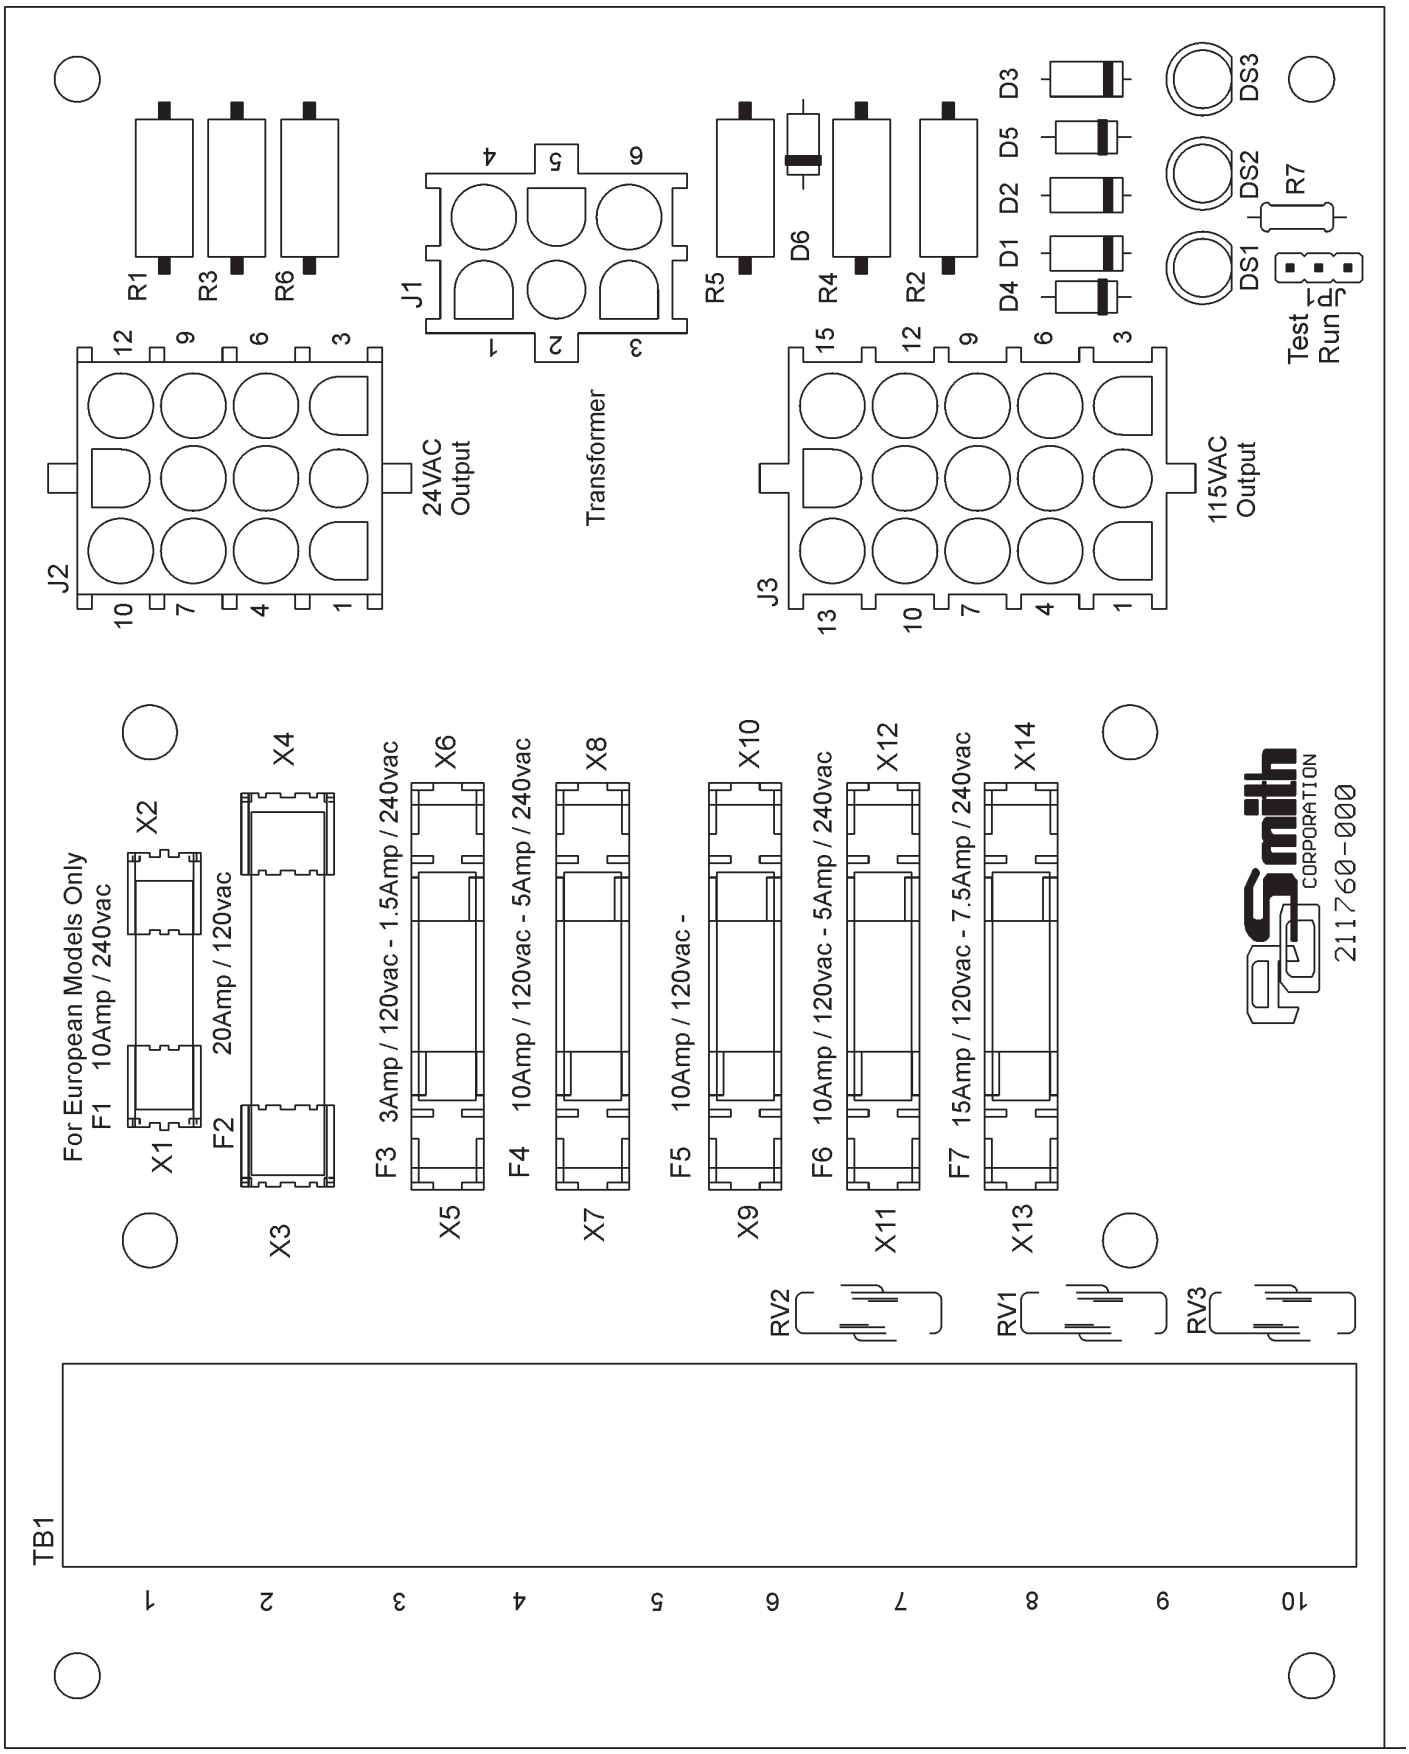

FIGURE 17C. - PDB (POWER DISTRIBUTION BOARD) DIAGRAM
- Power Distribution Board (PDB), see Figure 17C.